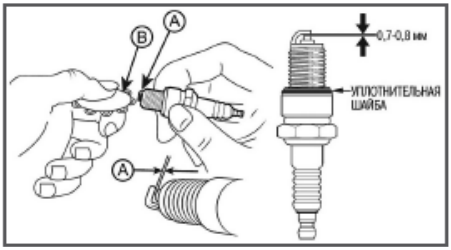

Рис. 28. Зазор между электродами свечи зажигания
4. Измерьте зазор А между электродами свечи зажигания специальным щупом В (Рис. 28). Зазор должен быть 0,7-0,8 мм (Рис. 28). При увеличении или уменьшении требуемого зазора, рекомендуется заменить свечу, так как регулировка зазора может привести к изменению качества искрообразования.